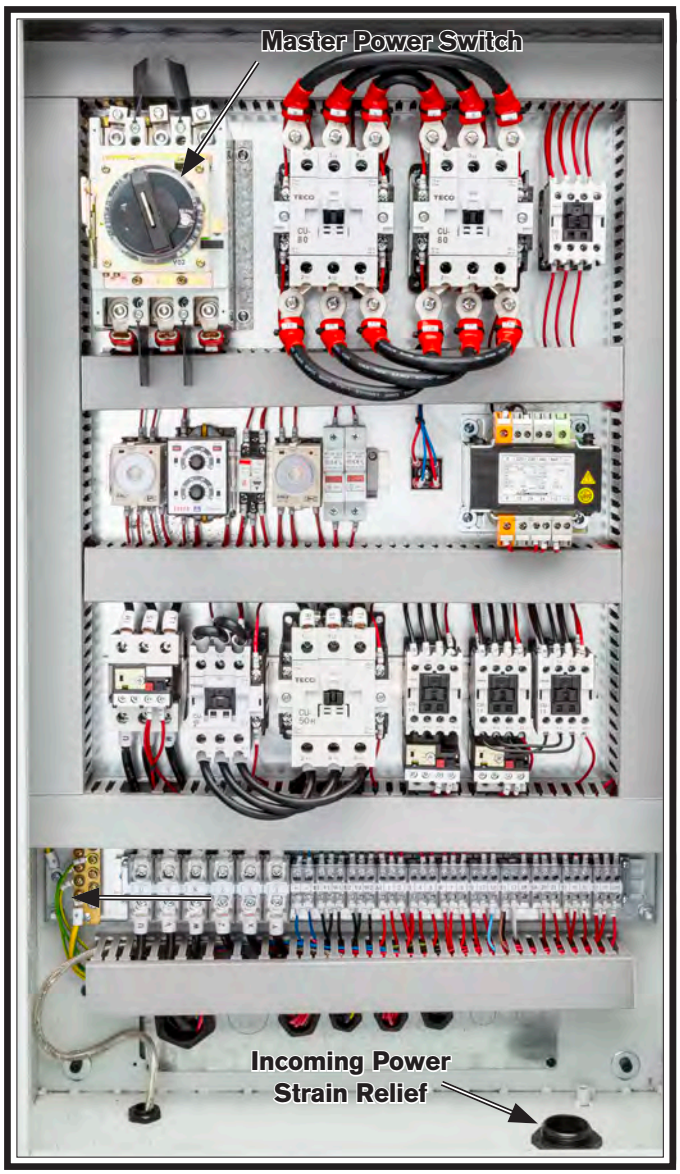

Figure 18. Electrical cabinet.
2. Refer to **Figure 18** to identify master power switch and hole at bottom right of electrical cabinet for incoming power.